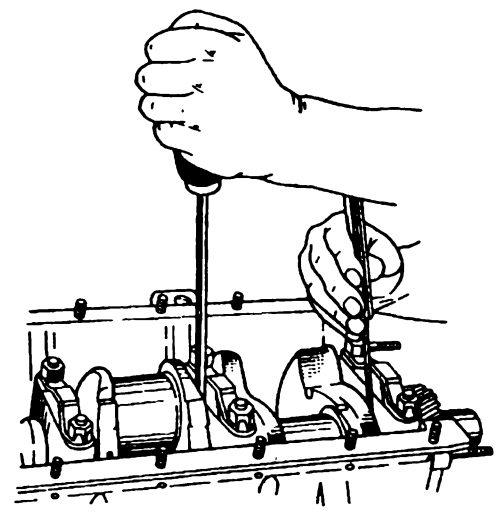

Рис. 69. Проверка осевого зазора коленчатого вала
13. Проверьте осевой зазор коленчатого вала. Для проверки отожмите коленчатый вал к заднему концу двигателя и с помощью щупа определите зазор между торцем задней шайбы упорного подшипника и плоскостью бурта первой коренной шейки (рис. 69). Зазор должен быть в пределах 0,075—0,175 мм.